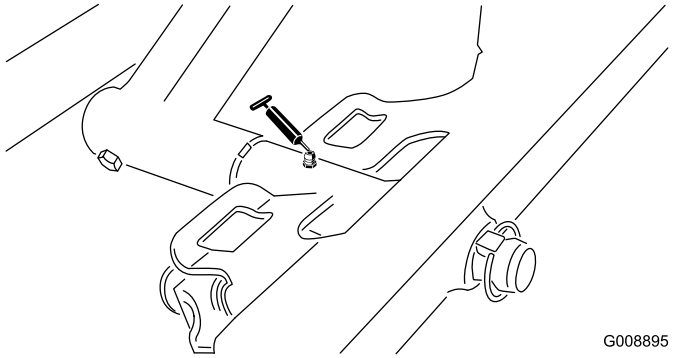

Figur 32
- Forreste klippeenheds drejetap (Figur 32)